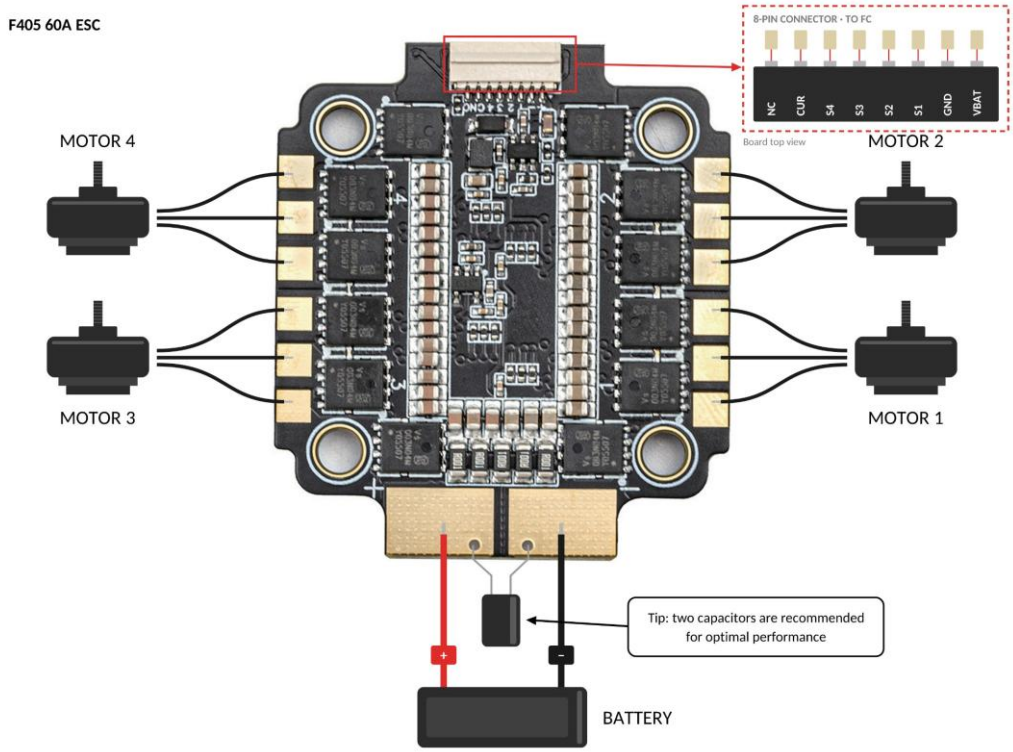

Fig.2. Installazione e cablaggio ESC
3. Pad dei motori: Saldare i cavi dei motori ai pad a sinistra (motori 4 e 3) e a destra (motori 2 e 1), come mostrato in Fig.2.